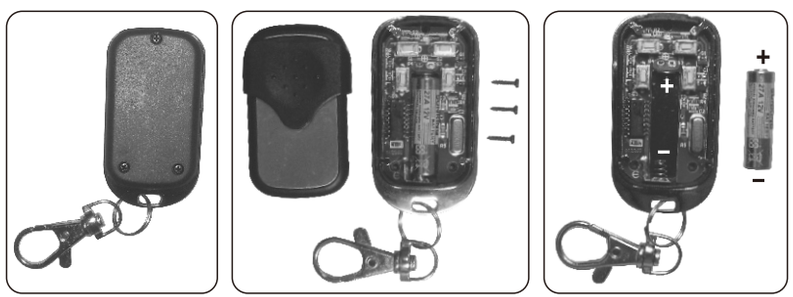

图5
5、遥控器上电池的更换。参考图5，先用螺丝刀拆下遥控器后盖上的3颗螺丝，再拆下遥控器前面板，即可拆下遥控器中的电池。配套电池规格为27A/12V。装电池时应注意图中电池的极性，更换电池后再按原样安装并锁紧后盖的螺丝。